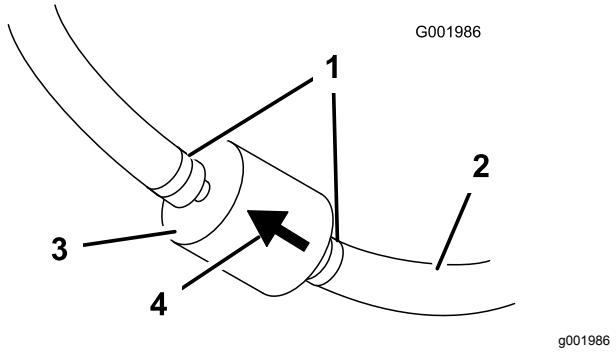

Figuur 44
5. Druk de uiteinden van de slangklemmen naar elkaar toe en schuif ze weg van het filter (Figuur 44).